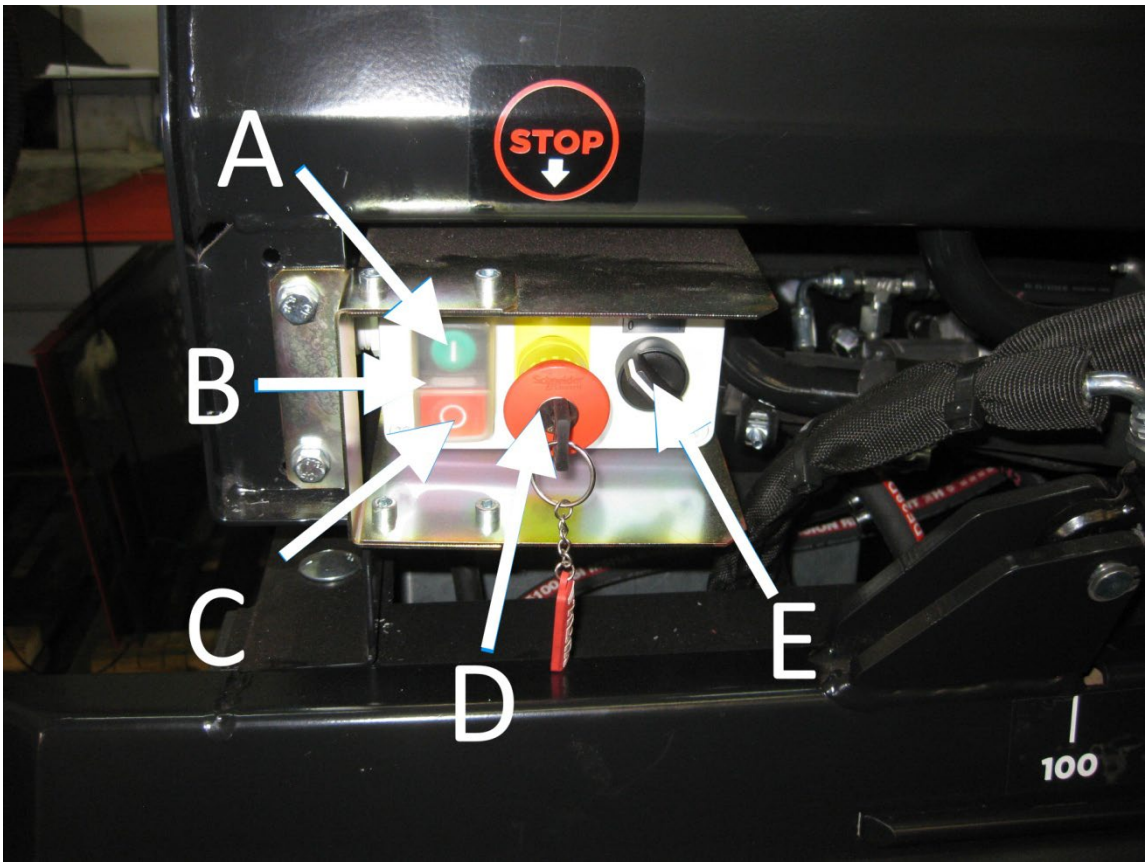

Fig. 8
3.8 Démarrage du moteur électrique à l'aide du démarreur Y/D, Fig. 8
3.9 Arrêt d'urgence d'une machine électrique, Fig. 8
Un tapis chauffant électrique de 300 W avec fixation par ruban adhésif et un thermostat est disponible en option pour le réservoir d'huile hydraulique. Le démarreur est équipé en série d'un interrupteur de fonctionnement pour le chauffage, Fig 8 E. Il suffit de chauffer le mazout pendant 1 à 2 heures pour permettre un démarrage en douceur.